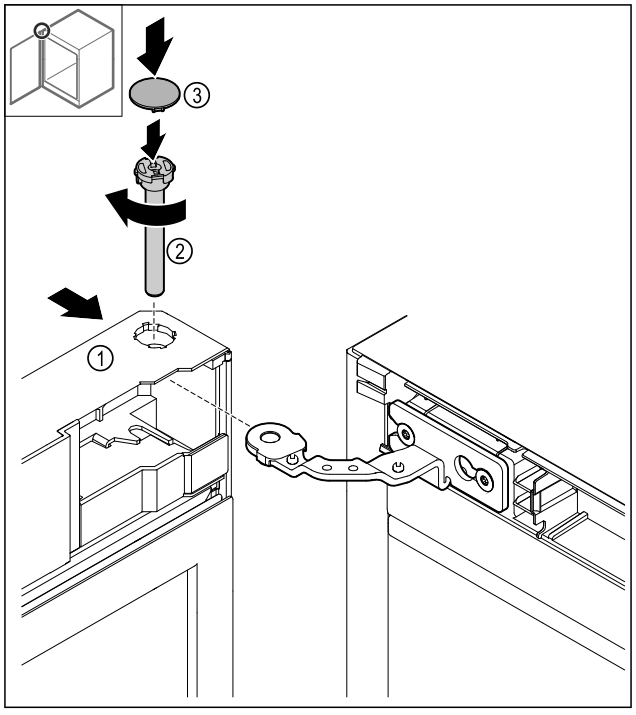

Fig. 39
▶ Deur *Fig. 39 (1)* boven op het scharnier schuiven.
▶ Bouten *Fig. 39 (2)* plaatsen en rechtsom vastdraaien.
▶ Afdekking *Fig. 39 (4)* plaatsen.